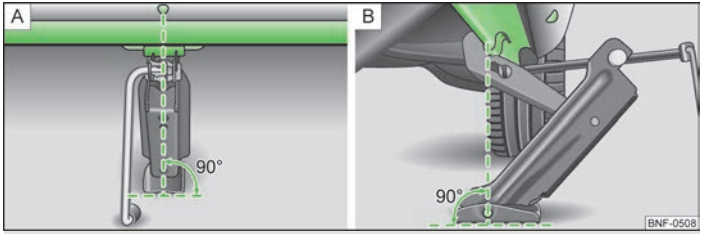

Fig. 113 **Attach lifting jack**
- Align the lifting jack so that its claw grasps the web » Fig. 113 – B below the embossing in the side surface of the lower sill.
- Ensure that the entire surface of the lifting jack base plate rests on level ground and is located in a vertical position to the area » Fig. 113 where the claw grasps the web.